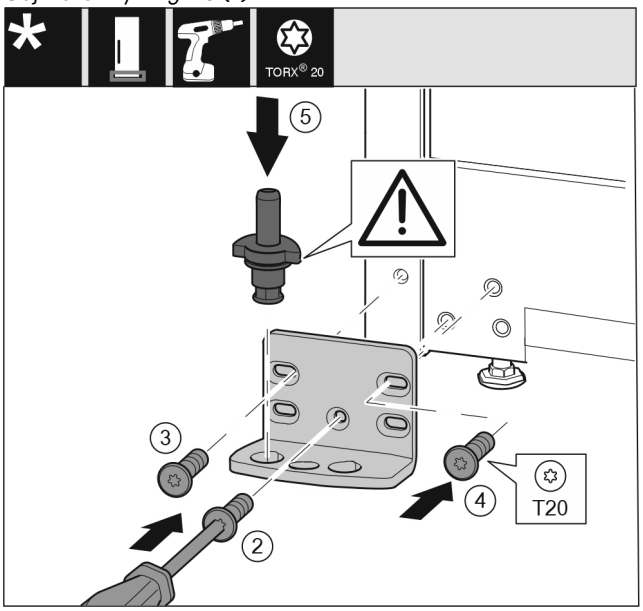

Fig. 19
- ▶ Nasaďte stojan ložiska na druhé straně a přišroubujte pomocí šroubováku. Začněte šroubem *Fig. 19 (2)* dole uprostřed.
- ▶ Utáhněte šroub *Fig. 19 (3)* a šroub *Fig. 19 (4)*.
- ▶ Zcela vložte ložiskový čep *Fig. 19 (5)*. Přitom dávejte pozor, aby zajišťovací vačka směřovala dozadu.